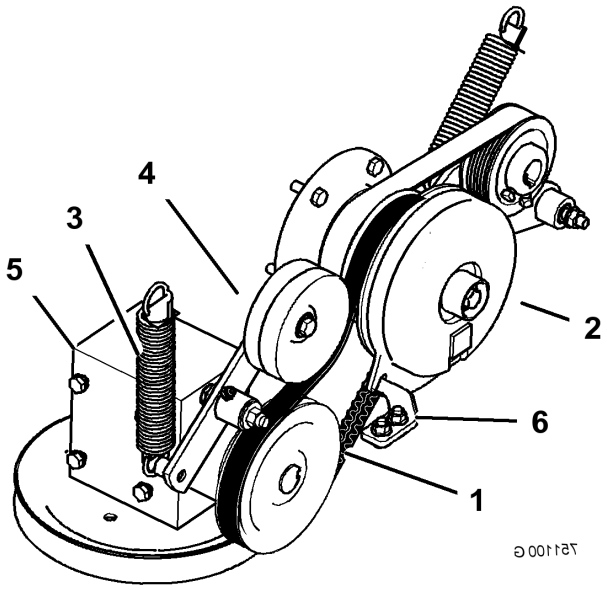

Figure 57
4. Décrochez le ressort du bras de la poulie de tension (Figure 57).
7. Montez la nouvelle courroie d'entraînement de PDF autour de la poulie d'embrayage et de la poulie du boîtier d'engrenages (Figure 57).
9. Raccrochez le ressort au bras de la poulie de tension (Figure 57).